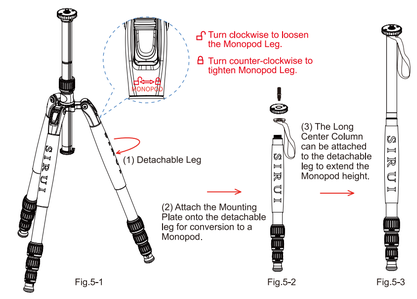

Fig.5-1 Fig.5-2 Fig.5-3
5. Convert the Detachable Leg into a Monopod (Fig.5-1 to Fig.5-3)